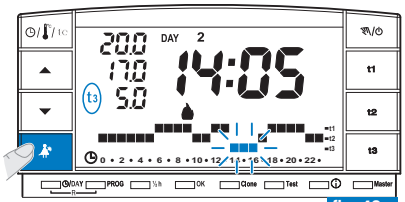

fig. 48
- Solo con el programa funcionando (**P 01 ÷ P 03**), presionando la tecla "🧹" se apaga el servicio conectado por 3 horas y el cronotermostato funcionará con temperatura **t3 Ausencia**. La activación de esta función se visualiza en **t3** en la escala de 24h por tres dígitos que parpadean en las 3 horas, comenzando por la actual (ejemplo fig. 48).